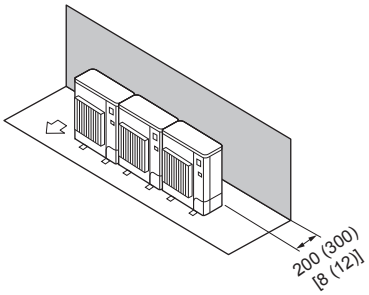

Fig. 2-12
① Obstacles uniquement à l'arrière (Fig. 2-12)